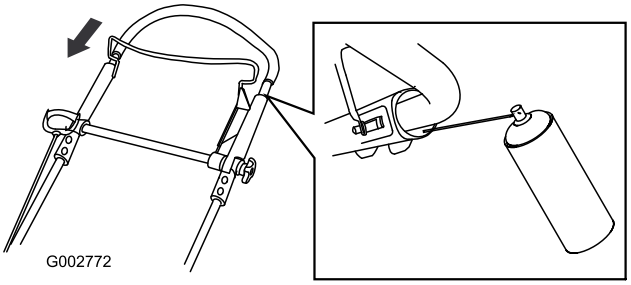

Bild 34
2. Drücken Sie den oberen Bügel ganz nach unten und sprühen Sie die innere Kunststoffoberfläche des äußeren Bügel ein (Bild 34).